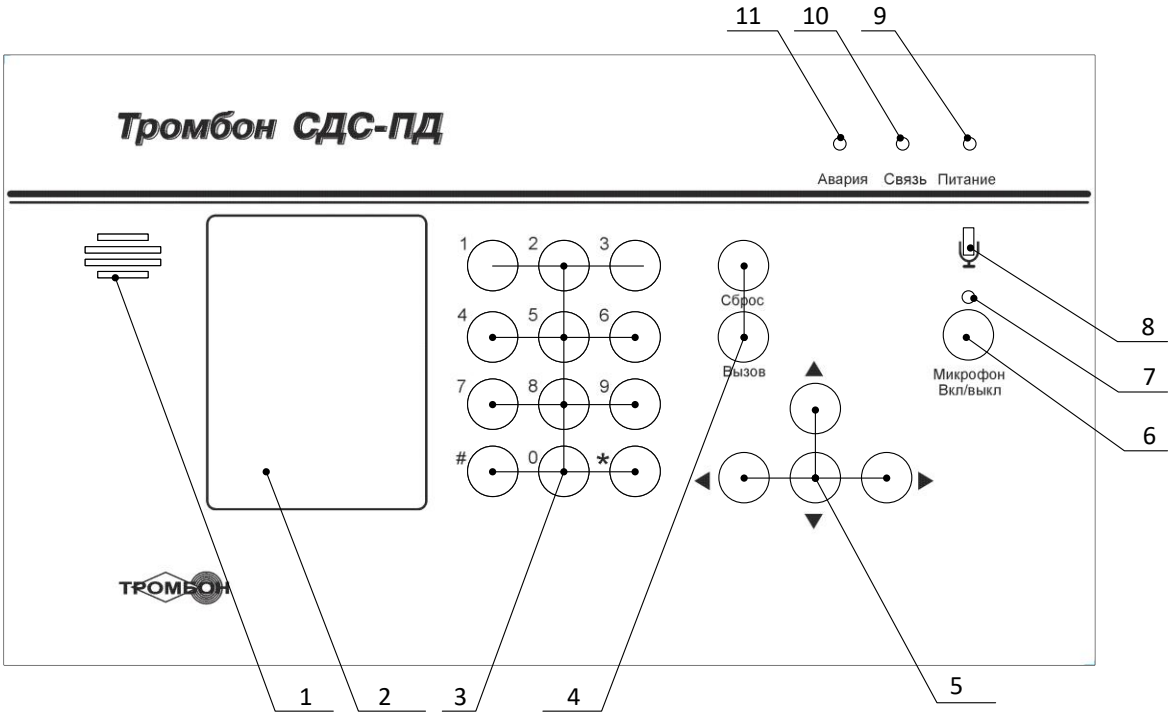

рис. 2.1
Внешний вид лицевой панели СДС-ПД приведен на рис. 2.1.
3.3 После включения питания оборудование выполнит загрузку программного обеспечения (далее — ПО). Проконтролируйте свечение индикатора «Питание» и индикатора «Связь» на лицевой панели ПД (рис. 2.1, поз. 9 и 10). На дисплее должна сначала отобразиться страница загрузки. После полной загрузки ПО отобразится главная страница (рис. 3.3) и прозвучит сигнал приветствия.